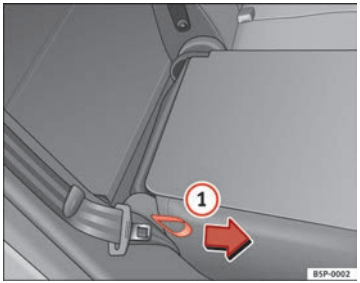

Abb. 98 Umklappen bzw. Aufrechtstellen der Rücksitzlehne
– Ziehen Sie an der Schlaufe auf der Seite des Sitzes ⇒ Abb. 98 (1).
In dieser Stellung ist die Rückenlehne verriegelt. Daher muss zum Zurückklappen der Lehne die seitliche Schlaufe am Sitz in Pfeilrichtung gezogen werden ⇒ Abb. 98.